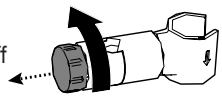

Fig. 5
1. Dismantle The Shower Arm by screwing off the adjustment knob (Fig. 5).